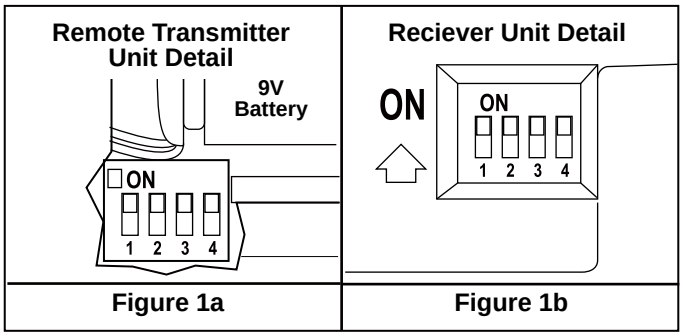

Figure 1a **Figure 1b**
• **Transmitter:** remove battery cover. Press firmly below arrow and slide battery cover off. Slide code switches to your choice of up or down position. Factory setting is all up. Do not use this position. With a small screwdriver or ball point pen slide firmly up or down (Figure 1a). Replace battery cover on the transmitter.